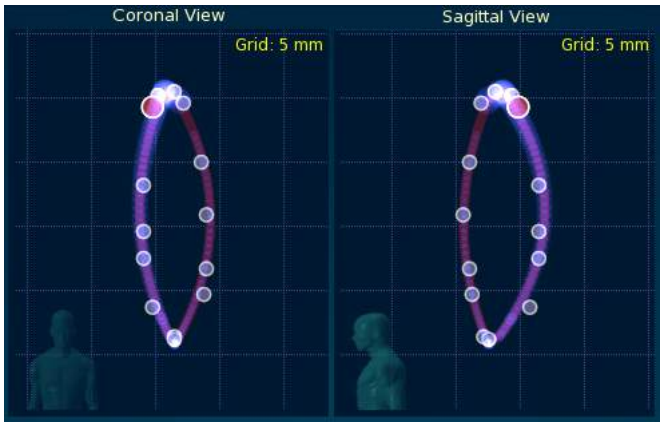

Figura 17 Gráficos "Comet" (Cometa) em movimento na tela direita da fase Synchrony (Exemplo do modelo de Polinômios Duplos)
Os gráficos "Comet" (Cometa), à direita da tabela ***Image History*** (Histórico de Imagens), mostram uma visualização completa virtual do paciente a partir das perspectivas coronal e sagital, indicada por um ícone de corpo humano (consulte a Figura 16 e a Figura 17).
- A "cauda" do cometa mostra o formato do modelo do Synchrony. A Figura 16 mostra um exemplo de um modelo Linear. A Figura 17 mostra um exemplo de um modelo de Polinômio Duplo. A qualidade do modelo do Synchrony é indicada pela distância em que os pontos estáticos incidem na cauda. Para obter mais informações sobre os tipos de modelo, consulte "XYZ vs. R Correlation Graphs (Gráficos de Correlação XYZ vs. R)" na página 11-35.